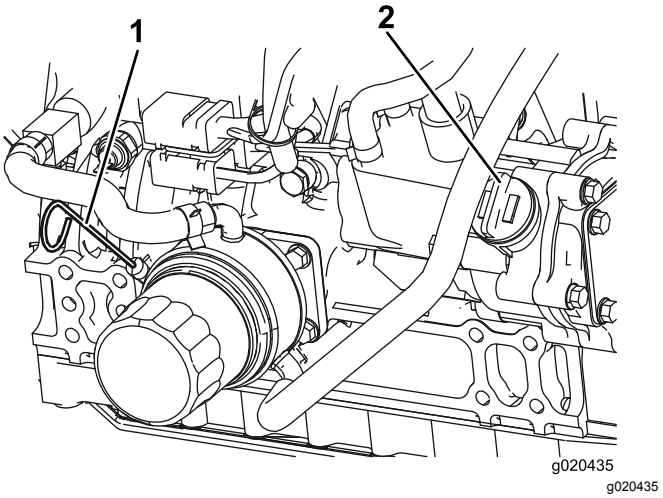

Figur 58
Obs: Oljenivån ska ligga inom de säkra markeringarna (Figur 58).
4. Om oljenivån ligger under den säkra markeringen tar du av påfyllningslocket (Figur 58) och fyller på olja tills nivån når markeringen ”Full”. **Fyll inte på för mycket.**